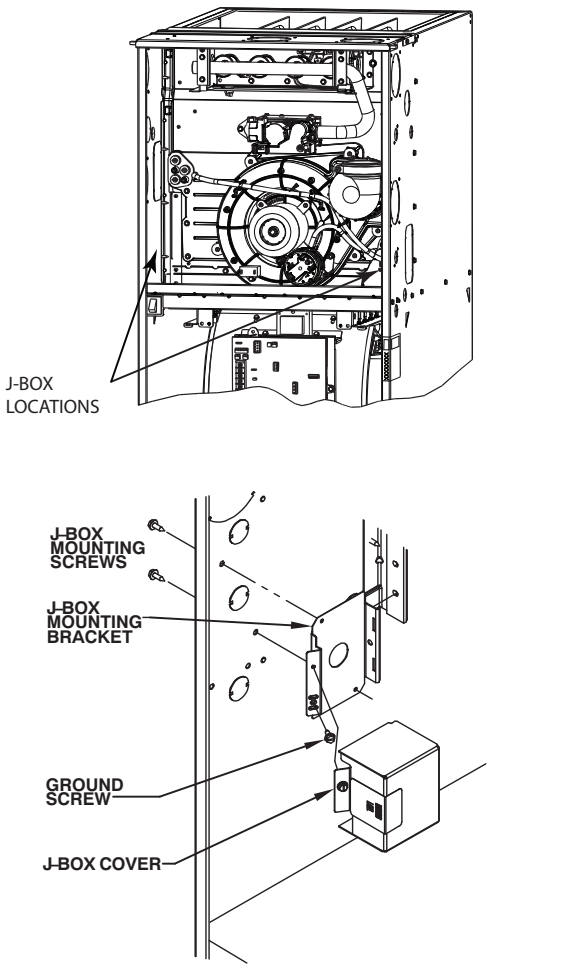

**Fig. 31 - Installing J-Box (When Used)**
Align the J-Box mounting bracket against the inside of the casing and secure the mounting bracket with the screws. (See Fig. 31.)
6. Connect field ground wire and factory ground wire to green ground screw on J-Box mounting bracket as shown in Fig. 31.
1. Install J-Box mounting bracket to inside of furnace casing. (See Fig. 31.)
5. Connect field ground wire and factory ground wire to green ground screw on J-Box mounting bracket as shown in Fig. 31.
7. Attach furnace J-Box cover to mounting bracket with screws supplied in loose parts bag. Do not pinch wires between cover and bracket. (See Fig. 31).
1. Install J-Box mounting bracket to inside of furnace casing. See Fig. 31.
4. Connect field ground wire and factory ground wire to green ground screw on J-Box mounting bracket as shown in Fig. 31.